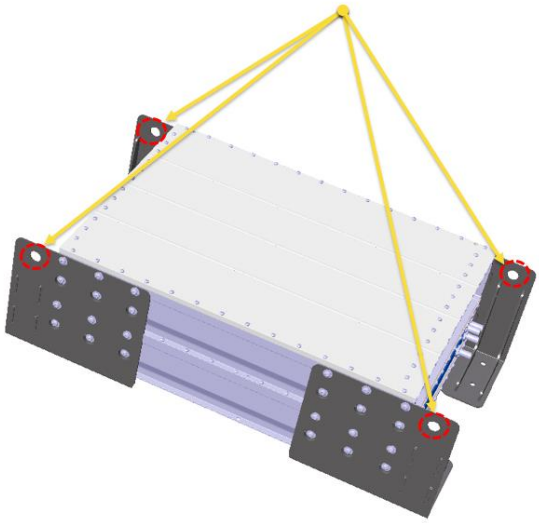
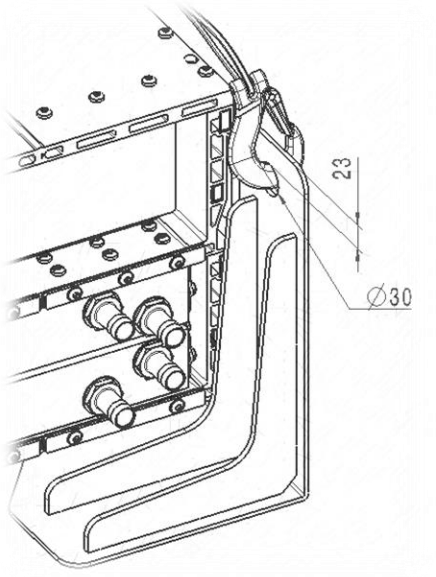

Figure 5: One hole per bracket for secure handling of the battery
Figure 6: Dimensions of the handling hole
To enable secure handling, the CV Standard Battery is provided with four brackets with one hole each (see Figure 5). Each bracket has one (1) circular hole with diameter 30 mm (see Figure 6). The distance from the diameter edge to the bracket outline measures 23 mm. These dimensions enable the usage of transport hooks.